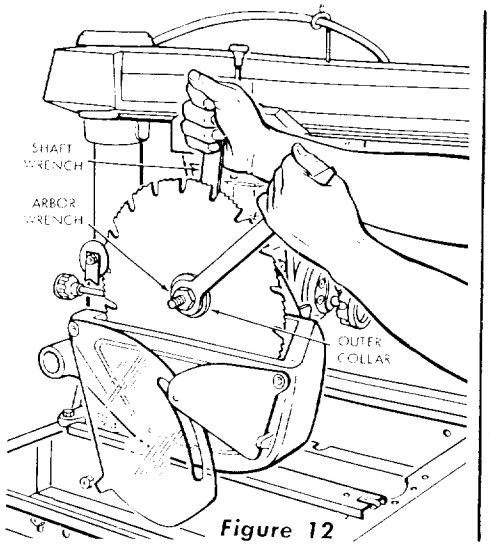

Figure 12
b. Place the arbor wrench on the shaft nut and the shaft wrench on the hex portion of motor shaft just inside the saw blade. (See figure 12.)
c. Hold the shaft wrench and rotate the arbor wrench downward to loosen the shaft nut. The motor shaft has left-hand threads. (See figure 12.)